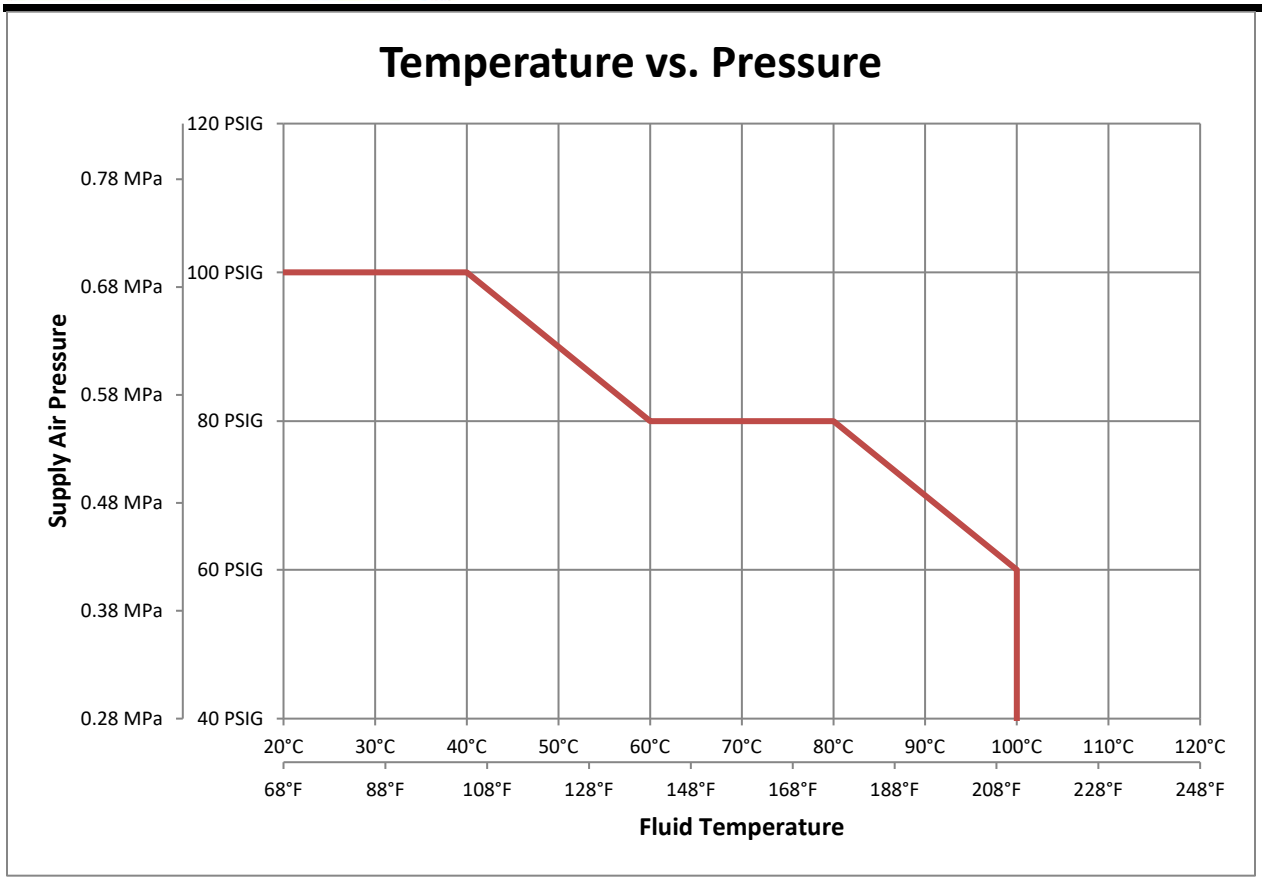

Figure 3-2: Pressure vs. Fluid Temperature Chart
- Pump air supply pressure must be regulated. (See Figure 3-2: Pressure vs. Fluid Temperature Chart.)
- Open the fluid suction (IN) line valve, if necessary.